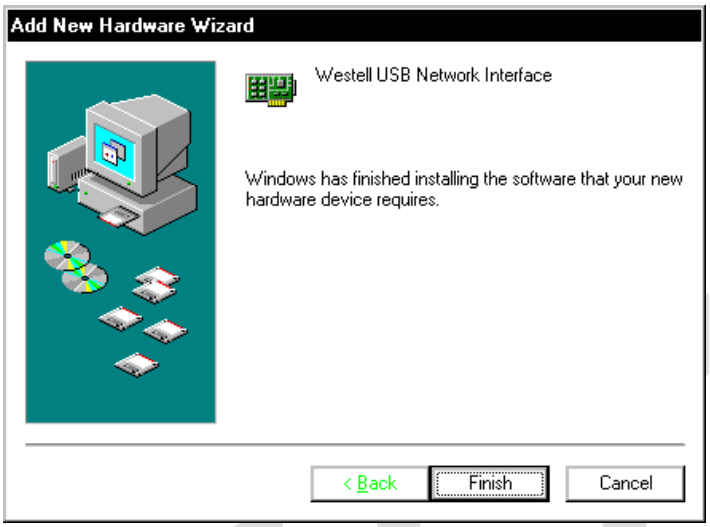

Figure 13. Windows 98 SE
9. **Windows 98 SE**: The window below confirms that the PC has finished loading the drivers (Figure 13). Click **Finish**.